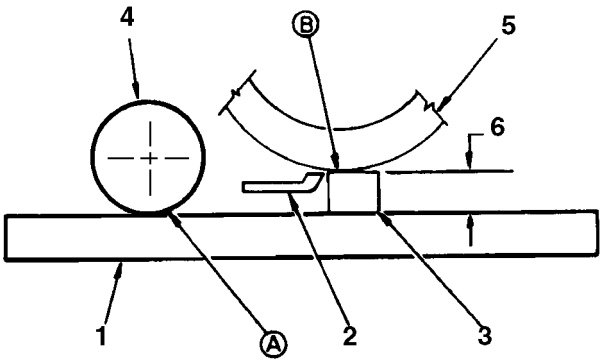

Fig. 4
- Legg et 70 cm langt trestykke og ca. 3 mm tykkere enn ønsket klippehøyde (fig. 4) under sylinderen og opp mot knivplatens kuttekant (fig. 4). Sylinderen (ikke stangen) skal berøre trestykket langs hele lengden.